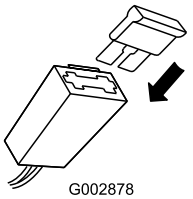

Figur 41
2. Monter sikringen i sikringsholderen (Figur 41).